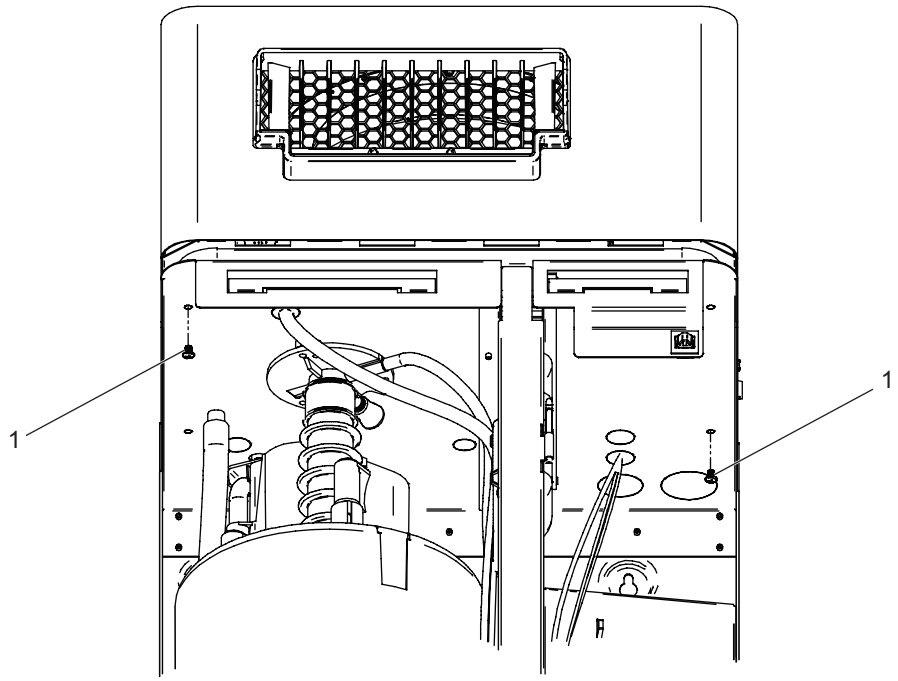

Figure 22 : Unité de ventilation fixée sur l'humidificateur
b. Retirer le panneau d'accès à la plomberie de l'humidificateur et fixer l'unité de ventilation sur l'humidificateur par le fond, à l'aide de deux vis M4 x 6 mm. Consulter la *Figure 22 sur la page 36*.